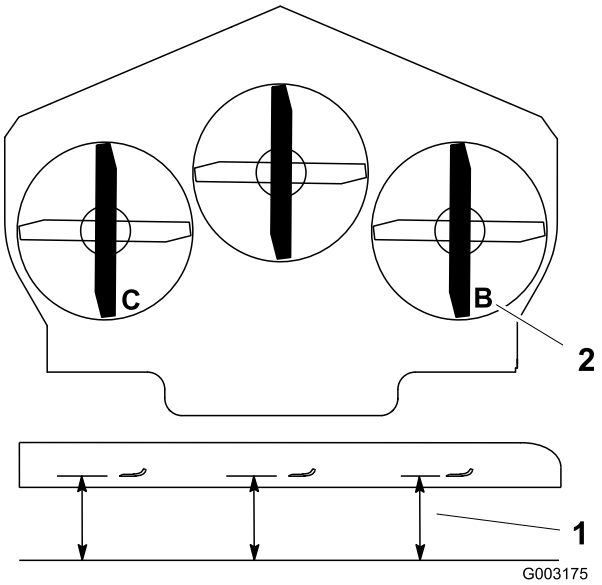

Figur 77
1. Ställ in den högra knivens främre-bakre lutning (Figur 77).
2. Mät den högra kniven vid punkt **B**, från en plan yta till knivens egg (Figur 77).
4. Ställ in den vänstra knivens främre-bakre lutning (Figur 77).
5. Mät vänster kniv vid punkt **C** (Figur 77), från en plan yta till knivens egg.